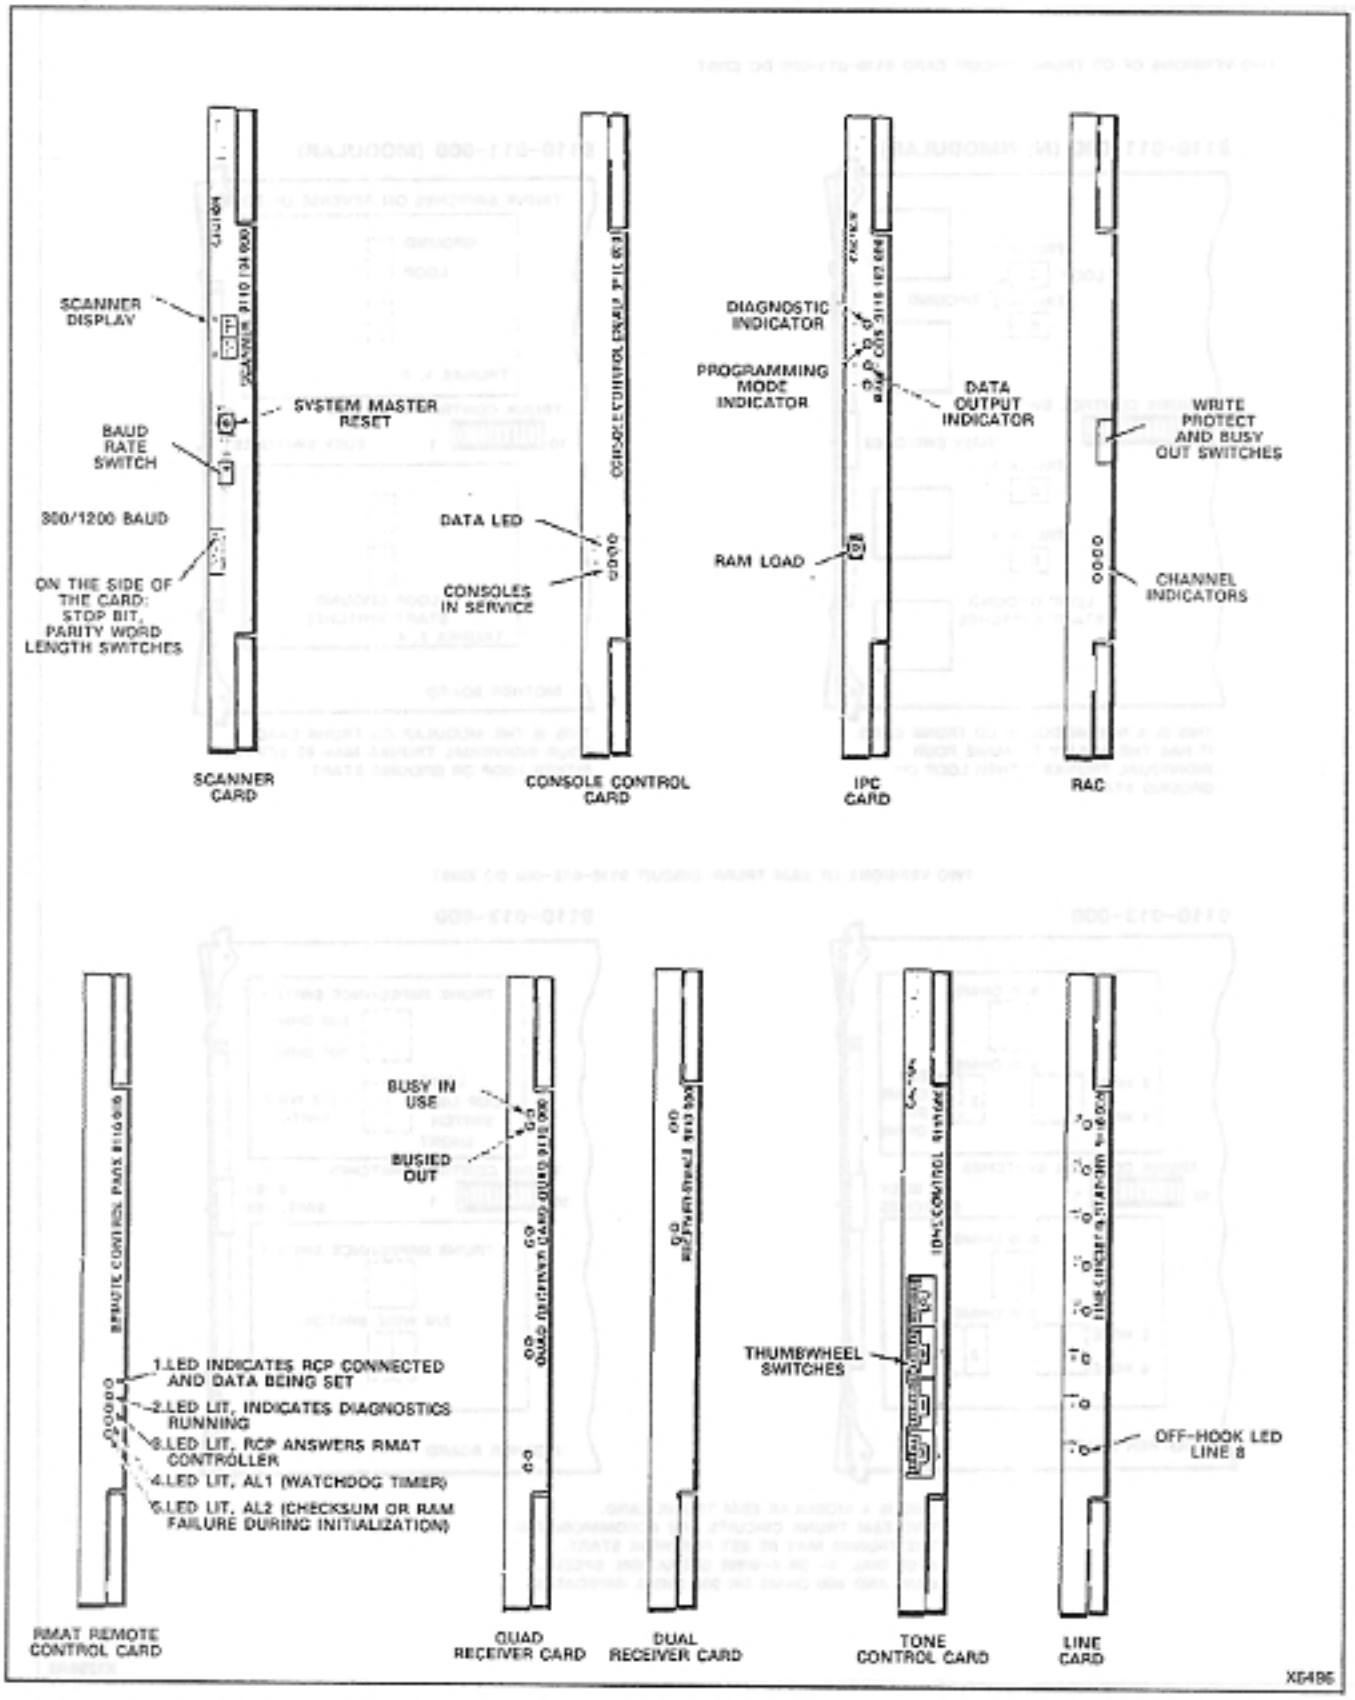

Figure 4-2 Circuit Cards
4.18 **IPC Card.** This printed circuit card contains the system 40 k/byte scratch pad Random Access Memory. It is used for the storage of customer configuration data (Class of Service options, numbering plan etc.) (see Figure 4-2). This card also holds four diagnostic LED's:
The IPC card contains the system Generic program in Programmable Read Only Memory (PROM), and also contains the microprocessor, which together with the Generic program constitutes the intelligence of the System. The basic system clock is also located on this card (see Figure 4-2).
4.19 **Line Card.** The line card contains eight separate line circuits. The line circuit detects on- and off-hook conditions, which are recognized by the scanner, and reported to the processor for appropriate action. Dial signals (rotary dial or DTMF) are passed to a receiver over the speech path selected for the conversation (see Figure 4-2). This card is not compatible with SUPERSET telephone sets.
4.22 **Scanner Card.** The basic function of the scanner card is to sequentially scan each port (line, trunk, console, receiver), in order to detect signals requiring processor action. If such a signal (e.g. off-hook from a line circuit) is detected, the scanner informs the processor of the port involved. The processor then takes over any subsequent action required. Additional functions of the scanner card include a 2-digit alarm display which identifies any malfunctioning card, the master reset button, and a data speed (300 or 1200 baud) selector switch for the RS232 interface. There is also a set of switches to set the character length, stop bits and parity. In addition to the above, the relays for night service, and night bells 1, 2 and 3 are located on this card (see Figure 4-2).
4.23 **Tone Control Card.** This card provides the tone generators for dial tone, busy tone, reorder tone, ringback tone and miscellaneous tone, along with two DTMF generators and two rotary dial generators which are used by the diagnostic routines and the Supervisor. The four thumbwheel switches used with the test line and programming are also located on the tone control card. In addition, the circuits for Page 1 and Page 2 outputs, and the Music on Hold Input are located on this card (see Figure 4-2).
4.24 **Console Control Card.** The console control card provides the interface between the System and two consoles. Console control card number 1 (position 17) is allocated to the maintenance console connector and the Supervisor console number 1 connector. Console control card number 2 (position 16) is allocated to the Supervisor console number 2 connector. The card provides both voice and data signals to and from each console (see Figure 4-2).
4.25 Remote Control System. The Remote Control System (RCP) card (Figure 4-2), can be fitted in slot 16 of the System shelf to provide the System console button functions remotely, under the control of the RMAT Controller (see Section MITL9105/9110-98-101-NA). The main components of the RCP card are as follows:
4.26 Receiver Card. The Dual receiver card contains two rotary dial and DTMF receivers. The Quad receiver card contains four rotary dial and four DTMF receivers. Having received each dialed digit, the receiver informs the processor and prepares for the next digit. On extension-to-extension calls, the receiver is released after the last digit has been dialed, except when the dialed number is busy, in which case the receiver remains for 10 seconds to accept override or call-back codes. The receiver card also has mechanical strapping for high or low dial tone detect. On extension-to-trunk calls, the receiver is disconnected after the trunk access code has been dialed (see Figure 4-2), unless:
4.28 Most of the cards employed in the system hold LED's to display the status of the card. In addition to the LED's some cards have a number of switches. Figure 4-1 shows the card positions, and Figure 4-2 shows the location of all switches and LED's. The functions of each switch and indicator is described in the following paragraphs.